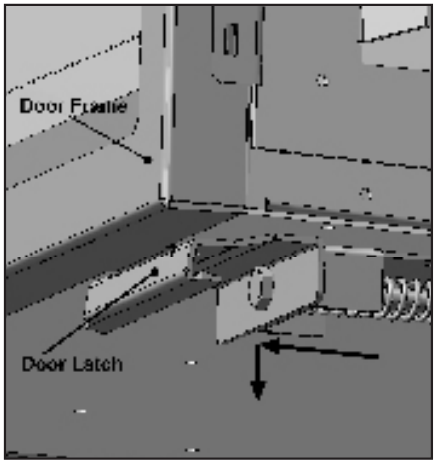

Figure 48: Door Latch Locations.
3) Pull the Door Frame at the bottom forward about 2" (5cm), then lift the Door Frame upwards to clear the Upper Door Hooks. Refer to Figures 48 & 49.